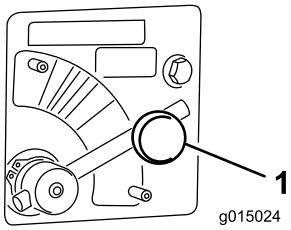

Figur 45
1. Løsne knotten som fester spinnerventilhendelen (Figur 45).
2. Roter spinnerventilhendelen (Figur 45) til ønsket farge (gult i dette eksemplet).
1. Flytt spinnerventilhendelen til det **blå** området (MAKS. HASTIGHET) (Figur 45). Når hendelen vris helt med klokka, skal den stå i horisontal stilling.